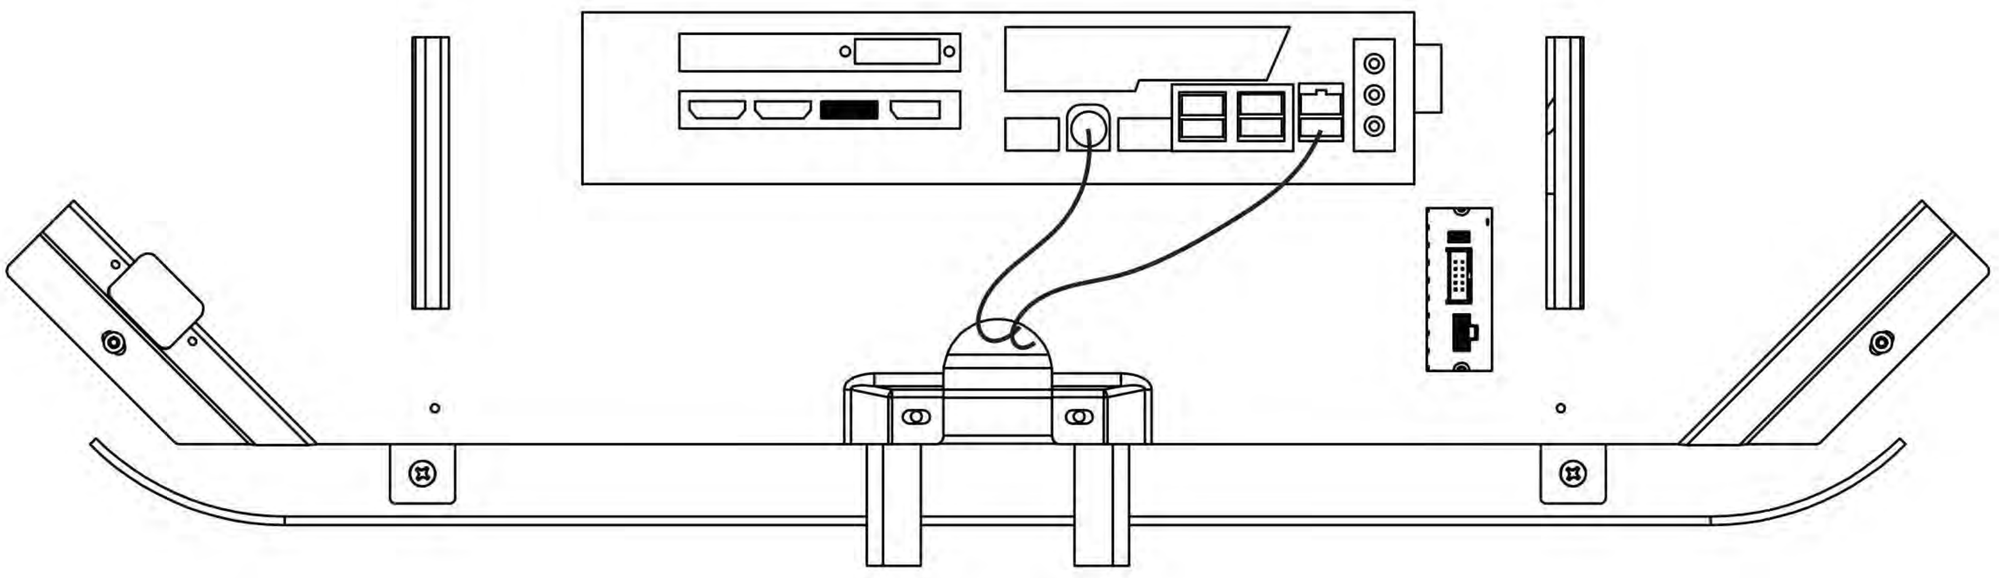

Figure 2
3. Connect the two cables protruding from underneath the desk cover to the PC **(Figure 2)**. As shown, the white USB cable coming from inside the desk must be connected to the corresponding (red) port to ensure adequate STARK performance